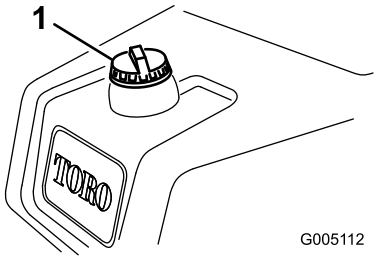

**Figuur 22**
1. Reinig de omgeving van de dop van de brandstoftank en verwijder de dop (Figuur 22).